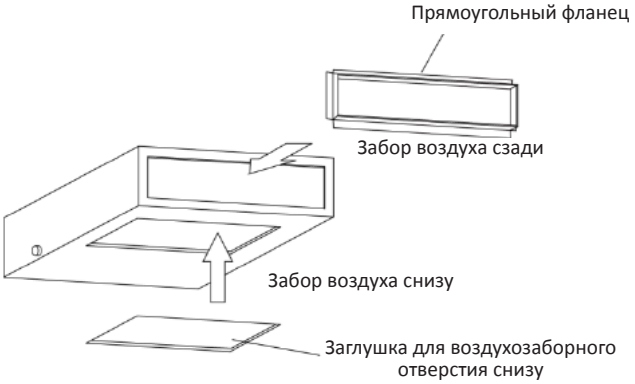

Рис. 4.4.7
(1) Прямоугольный фланец по умолчанию подключается сзади, а заглушка воздухозаборного отверстия – снизу (см. рис. 4.4.7).